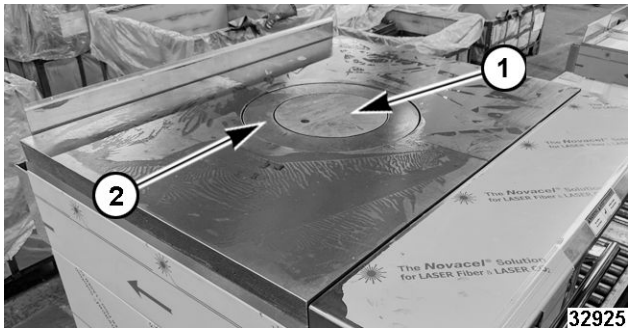

Fig. 76
3. Remove burner top plate (1, Fig. 76).
4. Remove burner head 2, Fig. 76).